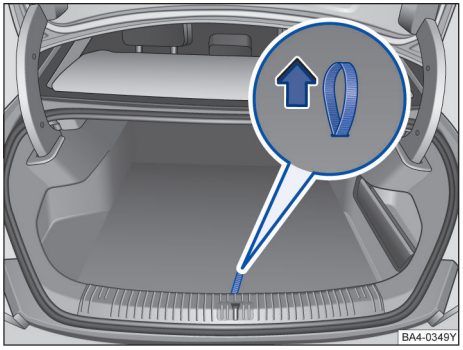
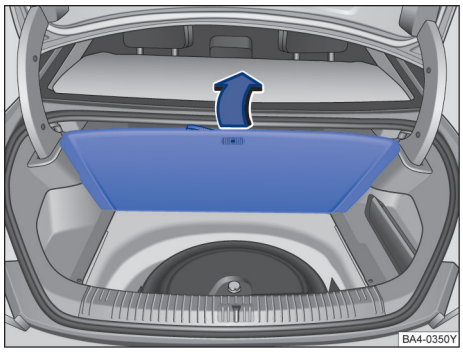

图 178 行李厢内：抬起行李厢地板
图 179 行李厢内：向上翻起行李厢地板
– 打开：抓住拉绳沿箭头方向抬起行李厢地板→ 图 178，然后将行李厢地板向前翻转，直至它被固定住为止→ 图 179。